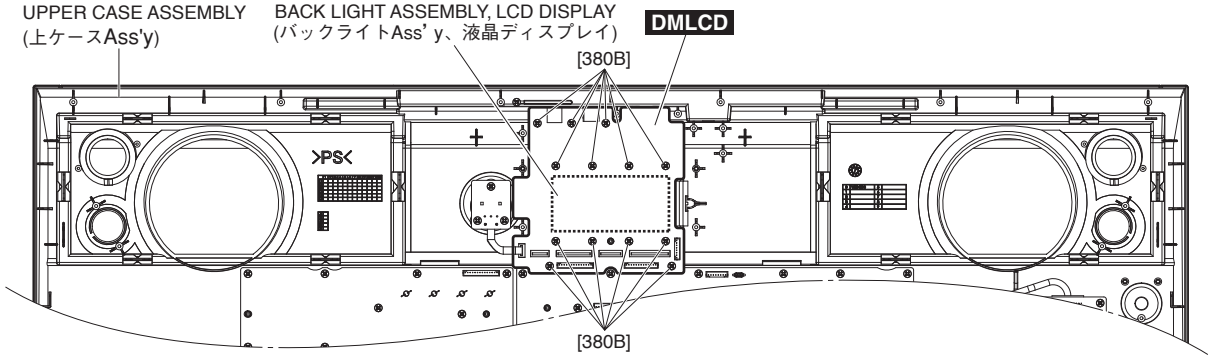

Fig. 3（図3）
3-3 Remove the thirty (13) screws marked [380B]. The DMLCD circuit board can then be removed. (Fig. 3)
3-3 [380B] のネジ 13 本を外して、DMLCD シートを外します。(図 3)